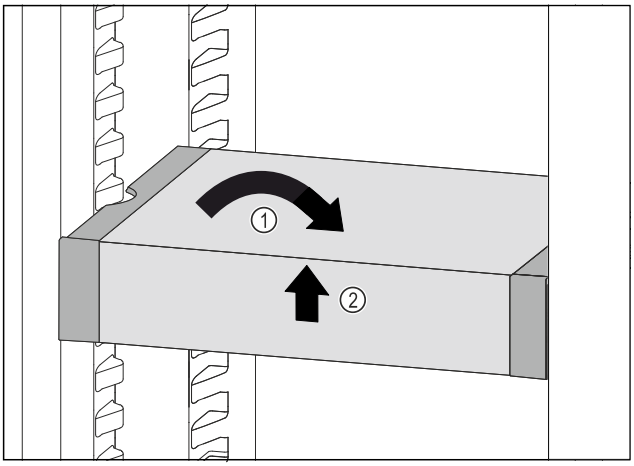

Fig. 164
▶ Set VarioSafe straight. *Fig. 164 (1)*
▶ Lift VarioSafe at the front. *Fig. 164 (2)*